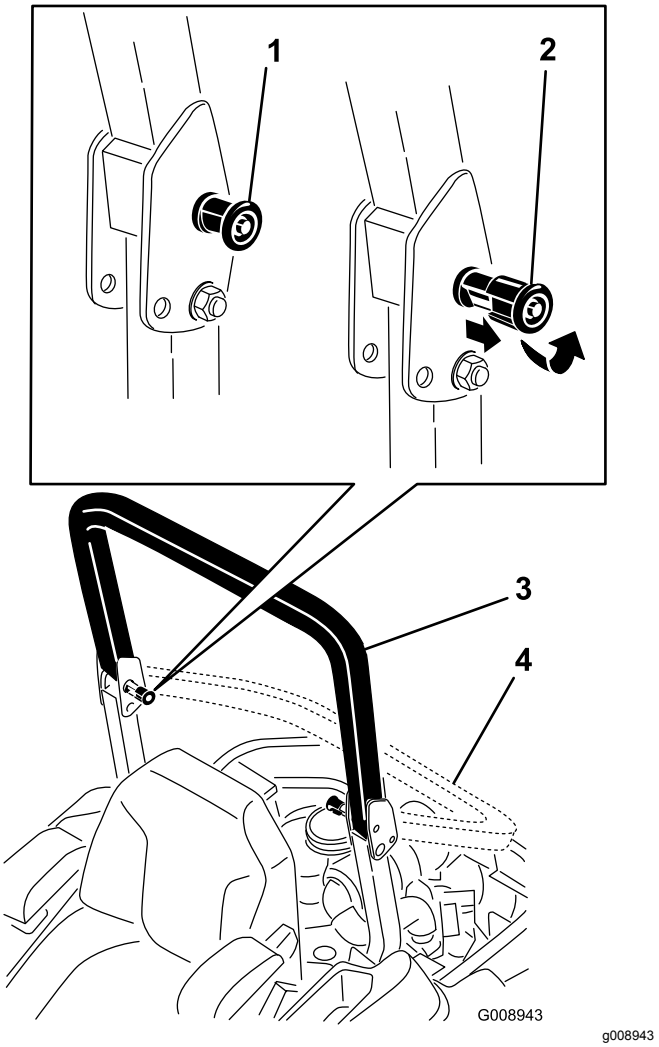

Figuur 8
2. Trek de beide knoppen uit en draai ze 90° zodat ze niet meer ingeschakeld zijn (Figuur 8).
3. Klap de rolbeugel omlaag (Figuur 8).
4. Om de rolbeugel omhoog te brengen, klapt u de beugel uit naar de bedrijfsstand en draait u aan de knoppen zodat ze gedeeltelijk in de groeven gaan (Figuur 8).
5. Breng de rolbeugel volledig omhoog terwijl u tegen het bovenste gedeelte van de rolbeugel duwt. Hierdoor klikken de pennen op hun plaats zodra de openingen met de pennen zijn uitgelijnd (Figuur 8).